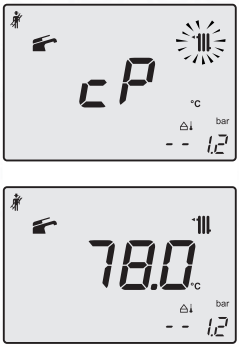

Fig. 9.23
- Press key 16 to vary the output in chimney sweep mode: when the LCD display displays the letters **cP** that alternate with the heating water temperature value (e.g.**78**), the "chimney sweep function" is at maximum (eventually range rated) output in heating mode (Fig. 9.23).